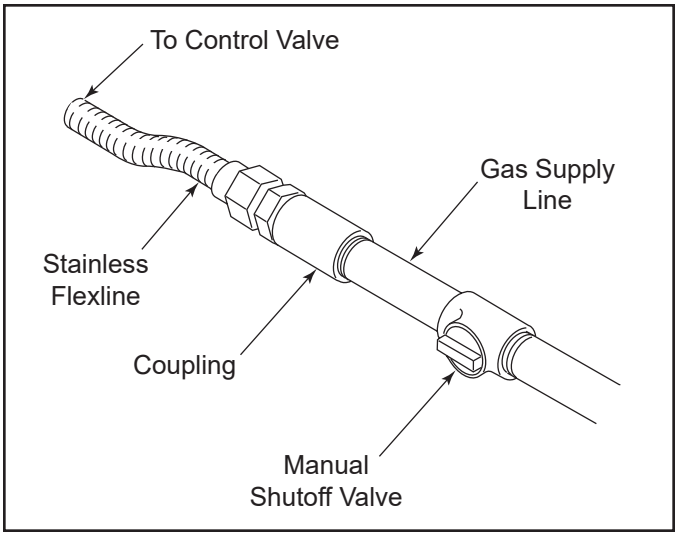

Figure 7.1 Gas Connection
- Pipe incoming gas line into firebox. See Figure 7.1.